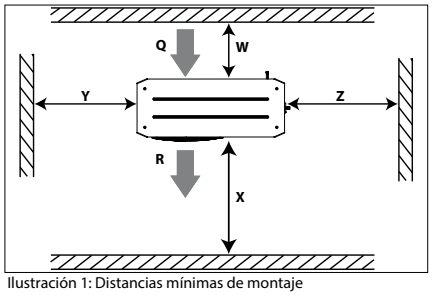

Ilustración 1: Distancias mínimas de montaje
- La unidad debe contar con espacio suficiente a su alrededor para la circulación de aire y la apertura de las compuertas. Consulte la ilustración 1 si desea conocer las distancias mínimas que deben existir entre los laterales de la unidad y las paredes.